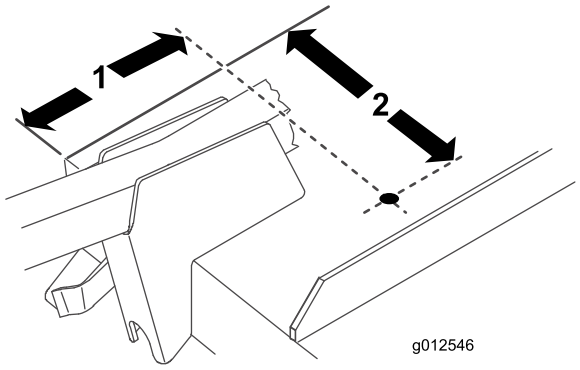

Figur 18
1. Använd måtten som visas i Figur 18 och märk ut ett hål i däcket, och borra det sedan 13/32 tum i diameter. Måtten som visas på bilden är från däckets främre högra hörn och från utkastaröppningens kant. Blåsarfästena visas ej för tydlighets skull.